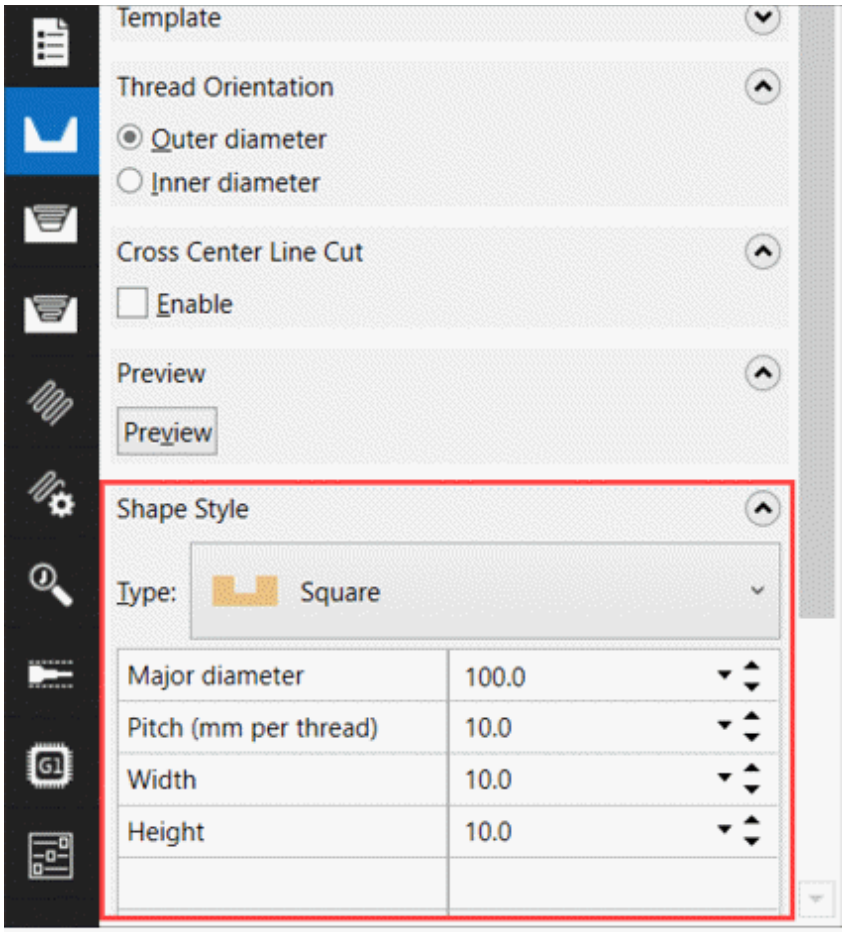
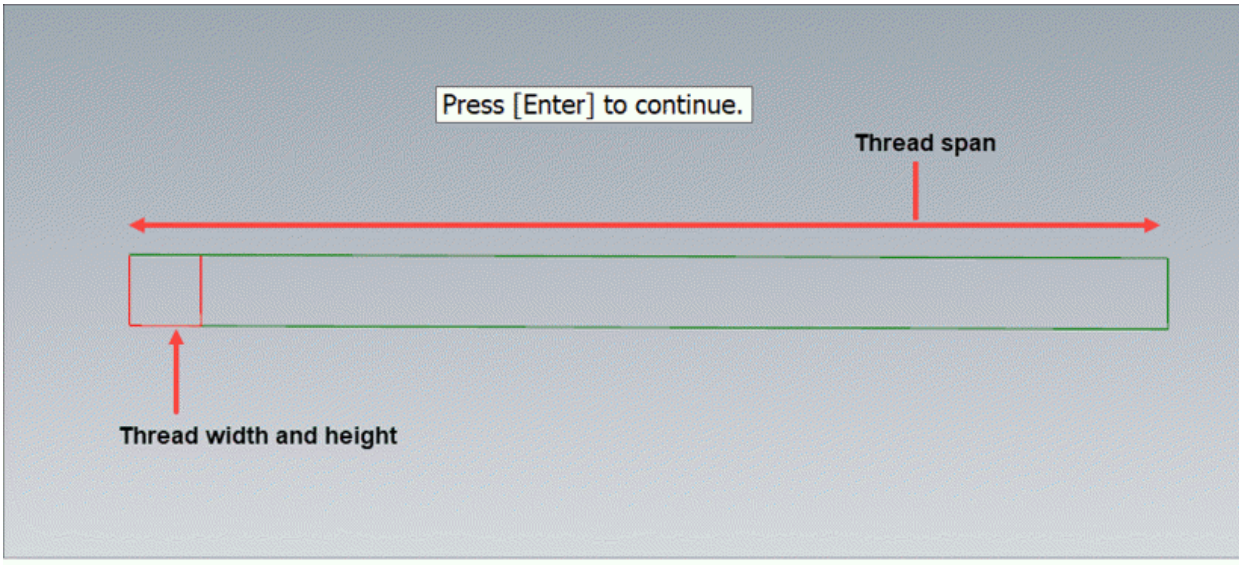

Figure-97. Shape Style table
Figure-98. Square thread profile preview
- Select the **Parametric** radio button from the **Shape Type** rollout to create thread profile based on parameters specified in the **Shape Style** table at the bottom in this page; refer to Figure-97. You can check the preview of thread profile by selecting the **Preview** button; refer to Figure-98.